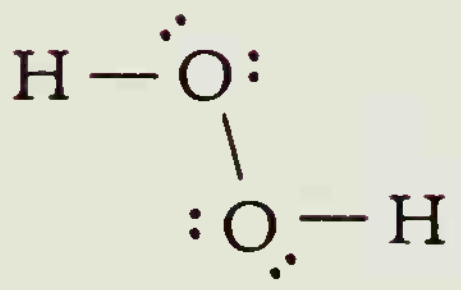

Figure 3.17
Like water, hydrogen peroxide (Fig. 3.17) also ionizes slightly to produce a hydrogen cation and an anion. What is the chemical structure of the anion resulting from the ionization of H_2O_2? Show the structure in two ways: (1) with pairs of electrons represented by pairs of dots and (2) with covalent bonds represented by dashes.